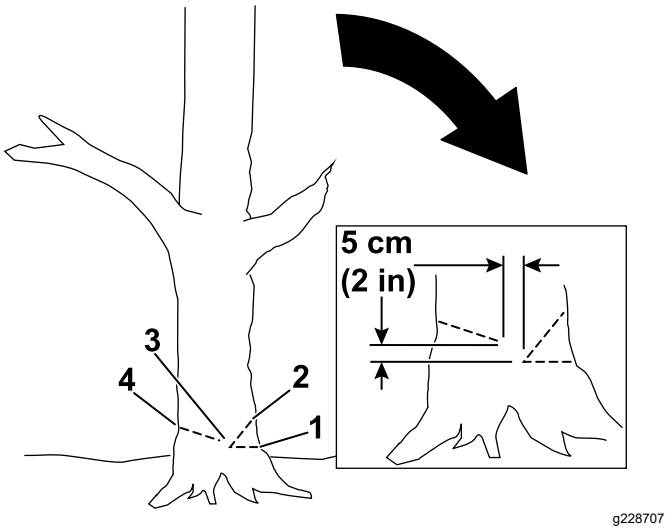

Rysunek 16
4. Wykonaj pierwsze cięcie na jedną trzecią wgłąb średnicy pnia od strony, w którą powinno upaść drzewo (Rysunek 16).
5. Wykonaj drugie cięcie w celu utworzenia karbu, rozpoczynając cięcie co najmniej 5 cm powyżej i w oddaleniu od pierwszego cięcia (Rysunek 16).
6. Wykonaj cięcie od tyłu po stronie przeciwnej do karbu i około 5 cm wyżej niż dolna powierzchnia karbu, jak pokazano na Rysunek 16.
Ważne: **Zakończ trzecie cięcie 2,5 do 5 cm od karbu, aby utworzyć zawiasę między cięciami (Rysunek 16). Zapobiegnie ona upadkowi drzewa w niewłaściwym kierunku lub jego przekręceniu się podczas upadania.**
Informacja: Drzewo powinno zacząć upadać, gdy cięcie od tyłu zacznie zbliżać się do zawiasy (Rysunek 16).